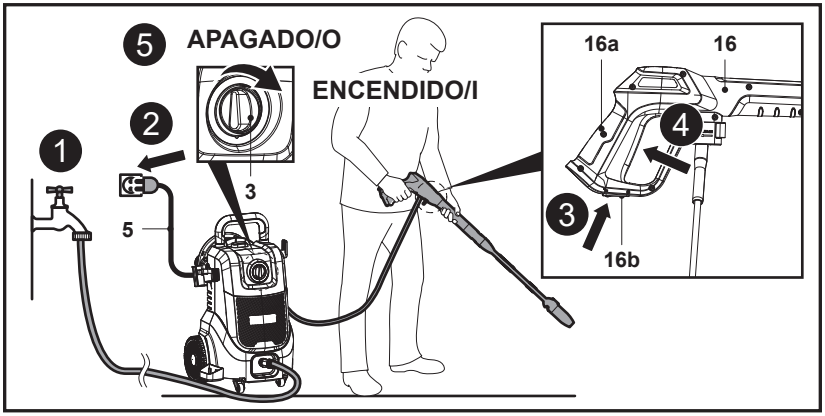

Fig. 19
1. Abra el grifo para que el agua fluya hacia la bomba (Fig. 19, paso 1).
2. Conecte el cable de alimentación (5) a la fuente de alimentación y asegúrese de que el interruptor giratorio de encendido / apagado (3) está en la posición de apagado (Fig. 19, paso 2).
3. Tire del bloqueo del gatillo (16b) situado en la parte inferior de la pistola pulverizadora (16) para desbloquear el gatillo de la pistola pulverizadora (16a) (Fig. 19, paso 3).
4. Presione completamente el gatillo (16a) hasta que salga un flujo constante de agua para eliminar el aire de la máquina y de la manguera de suministro de agua (Fig. 19, paso 4). A continuación, suelte el gatillo de la pistola pulverizadora (16a).
5. Encienda la máquina ajustando el interruptor giratorio de encendido / apagado (3) a la posición **"I"** (Fig. 19, paso 5).